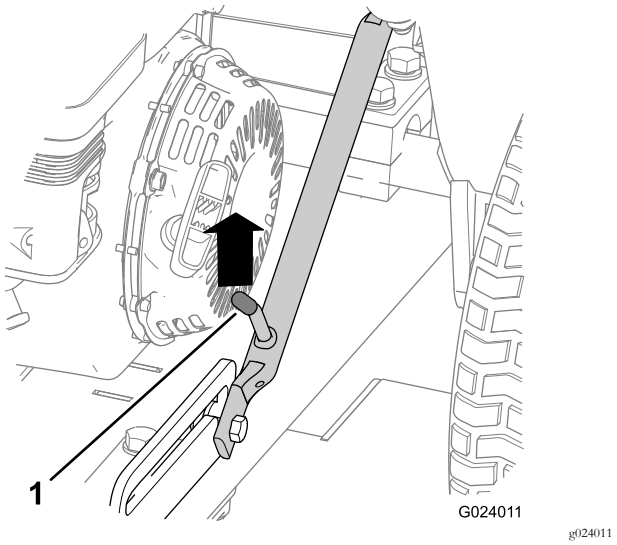

Rysunek 7
4. Przesunąć zespół haka w górę tak, aby dźwignia zaczepu została odblokowana od zapadki bocznej (Rysunek 7).